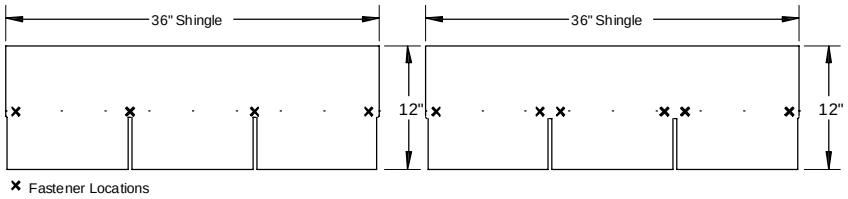

Figure 26. *Shingle fastener locations for Wind Zone I (left) and Wind Zones II and III (right).*
2. **Install shingles.** If shingles have been left off at the ridge line for site installation, install them now using 12 ga x 1-1/4” long, 3/8” diameter head roof nails. For Wind Zone I, fasten at 5/8 inch above each tab cutout slot and one at each end of the shingle one inch in from the edge (four fasteners for a three-tab shingle) (**Figure 26**). For Wind Zones II and III, use two fasteners 5/8 inch above and on either side of the tab slots and one at each end of the shingle one inch in from the edge (six fasteners for a three-tab shingle). Do not fasten through the shingle tar line.